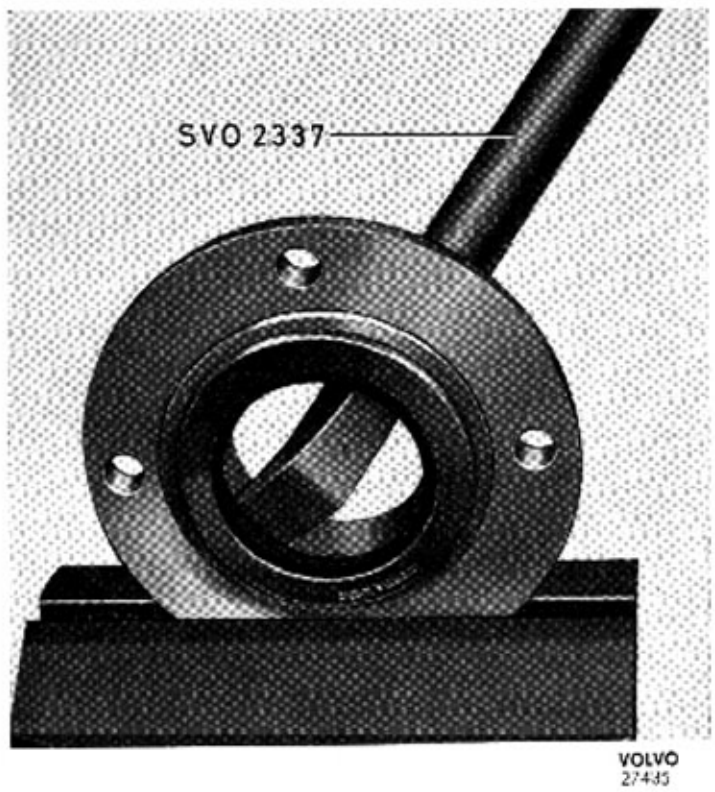

Bild 95-6. Byte av tätningsring
9. Driv vid behov ut tätningsringen (19) ur locket (18). Använd SVO 2337 enl bild 95-6.